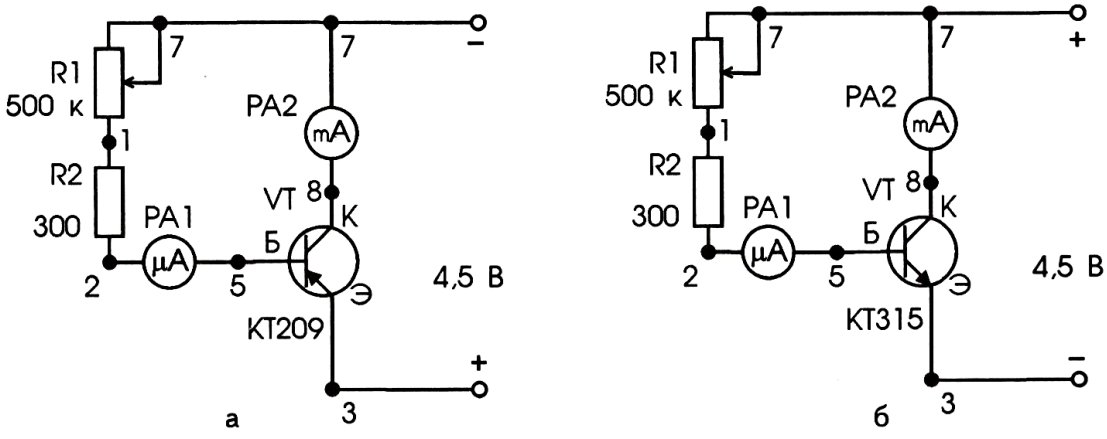

Рис. 4
1. Соберите схему по рис. 4, *а* и измерьте статический коэффициент передачи тока транзистора *p-n-p*-типа.
2. Соберите схему по рис. 4, *б* и измерьте статический коэффициент передачи тока транзистора *n-p-n*-типа.